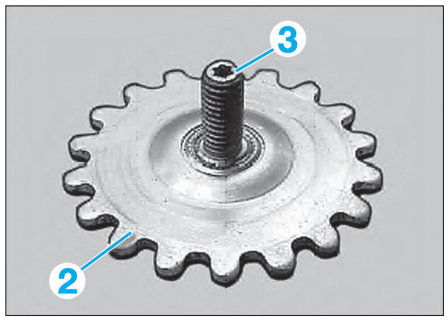

Fig. 114
Desserrer la vis à crochet de la couronne dentée (2) jusqu'à ce qu'elle puisse être dévissée facilement au niveau de l'étoile intérieure (3) (Fig.114).